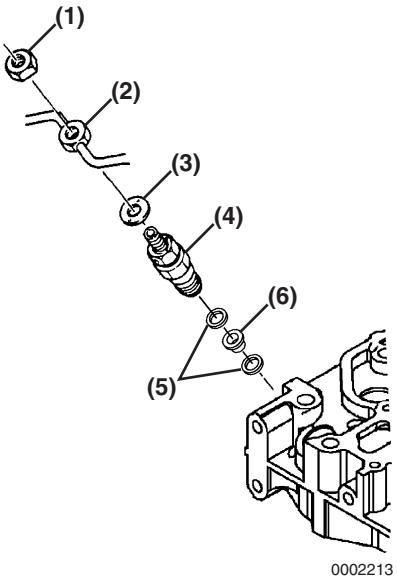

Figure 7-36
1. Insert the nozzle gaskets **(Figure 7-36, (5))** and nozzle protector **(Figure 7-36, (6))** in the cylinder head.
2. Reinstall the fuel injector **(Figure 7-36, (4))** in the cylinder head and tighten to specification.
3. Reinstall new copper washers **(Figure 7-36, (3))**, high-pressure and return fuel lines **(Figure 7-36, (2))**. *See Installation of High-Pressure Fuel Injection Lines on page 7-12 and Installation of Fuel Return Line on page 7-13.* Tighten fuel line nuts **(Figure 7-36, (1))** to specifications.